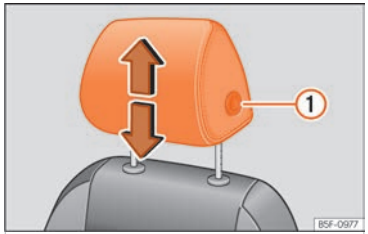
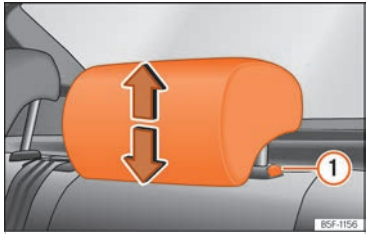

Fig. 72 Front seat: adjusting the headrest.
Fig. 73 Rear headrest: adjusting the headrest.
- Grab the sides of the headrests with both hands and push upwards to the desired position. To lower it, repeat the same action, pressing the button on the side (1) ››› Fig. 72 , ››› Fig. 73.